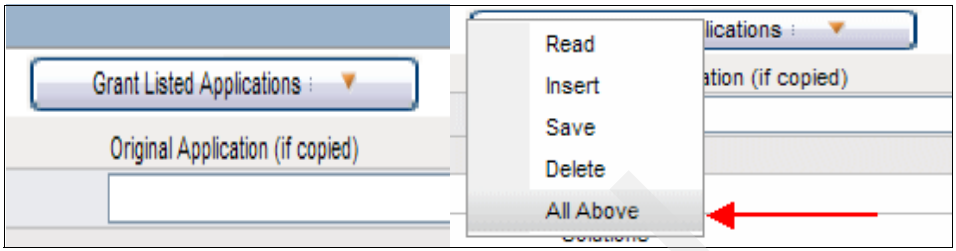
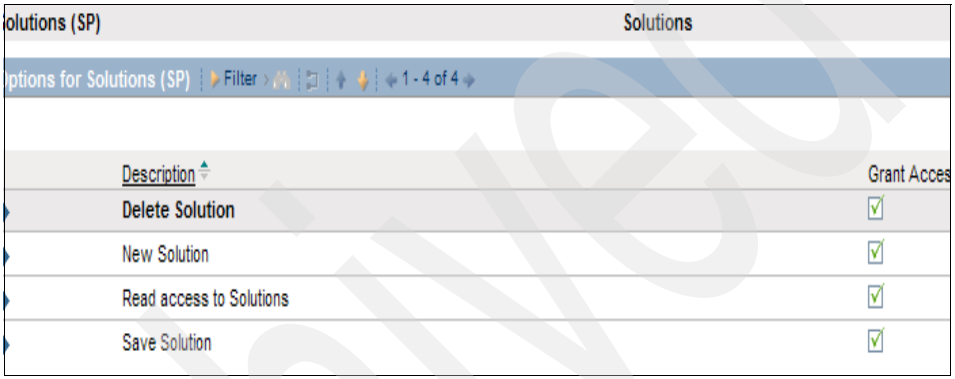

Figure 13-10 Grant Listed Application button
Figure 13-11 For all 3 applications the options available will be granted access for that security group
6. Click **Grant Listed Applications** → **All Above**. Click **Yes** → **Save**, as shown in Figure 13-10 on page 242 and Figure 13-11 on page 242.